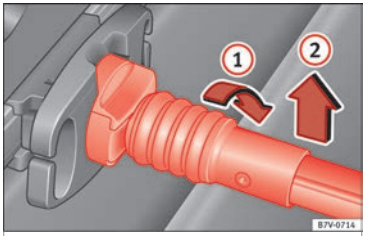

Fig. 171 Release the baggage net
- Rotate the attachment rod 90° to the right ››› Fig. 171 (1) until you can see the red mark on the rod. Pull the attachment rod upwards (2).